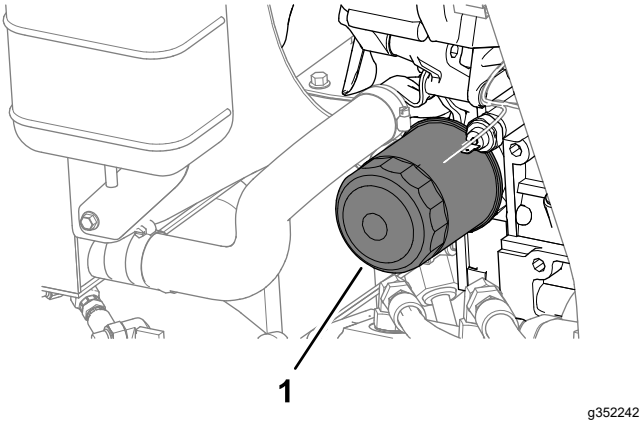

**Figur 66**
4. Avlägsna oljefiltret (Figur 66).